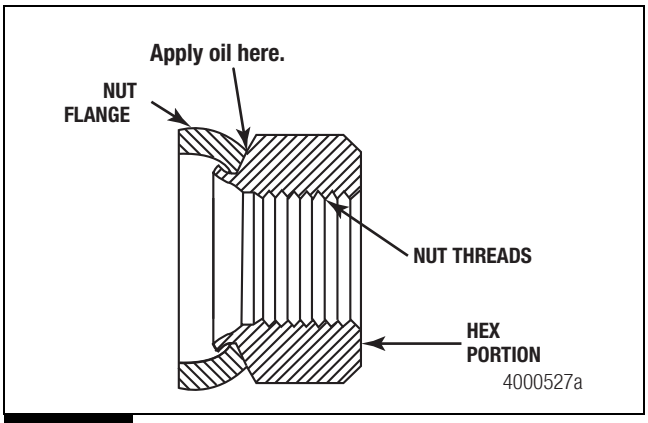

Figure 6.53
9. Add two drops of oil between the body and flange on the stud nuts. Do not use more than two drops of oil. Figure 6.53.